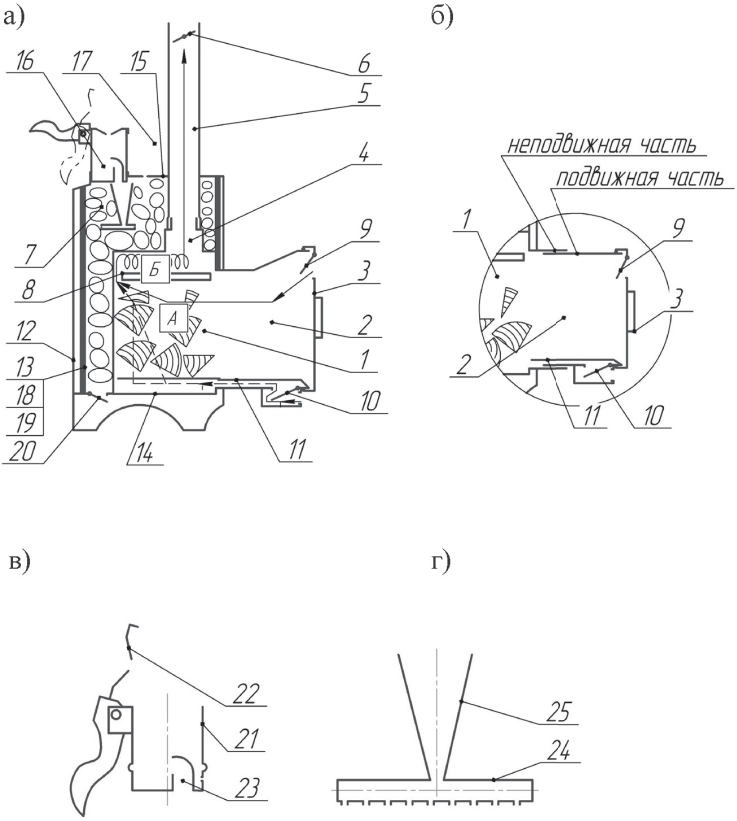

Рисунок 5.1. Принципиальные схемы
5.1. Печь для русской бани (рис. 5.1, а) включает следующие основные элементы: топка 1, тоннель 2, дверца 3, выходной патрубок 4, дымоотводящий канал 5 с шибером 6 и закрытая емкость 7 для камней. В топке 1 смонтирован отражатель 8. Основной воздухозаборник 9 с регулируемой заслонкой выполнен в верхней части дверцы 3 (над экраном). Дополнительный воздухозаборник 10 с регулируемой заслонкой установлен в нижней части тоннеля 2. Там же смонтирован воздушный канал 11. Топка 1 и каменка 7 имеют общий защитный декоративный кожух 12. Подача воздуха в зону горения и регулирование интенсивности горения осуществляются через основной 9 и дополнительный 10 воздухозаборники. Регулирование потока газов на выходе из печи осуществляется с помощью шибера 6.
Предусмотрен вариант исполнения телескопического тоннеля (рис. 5.1, б). Во время монтажа печи подвижную часть тоннеля фиксируют в стене и герметизируют.
Трубопровод 17 (рис. 5.1., г, который ценители русской бани называют еще «паровой пушкой»), служит для подачи и равномерного распределения воды на самые горячие камни, расположенные непосредственно над топкой. Он представляет собой Т-образную стальную трубу 24 с заливной горловиной 25. В нижней части трубы 24 равномерно распределены выходные отверстия.
2. *Тоннель 2 проходного сечения выполнен из жаропрочной нержавеющей стали. Предусмотрены два варианта исполнения тоннеля: цельнометаллический (см. рис. 5.1, а) и телескопический (рис. 5.1, б). Телескопический тоннель облегчает монтаж печи. Однако в такой тоннель можно установить светопрозрачный экран лишь небольшого размера (200х180 мм). В цельнометаллическом тоннеле увеличивают входное окно, соответственно, в него можно установить экран большего размера (340х310 мм). В тоннеле снизу смонтирован дополнительный воздухозаборник, который предназначен для более интенсивного дожигания дров в самой нижней части топки на завершающей стадии горения.*
Внимание! ***Не забудьте, что паровую пушку 18 (см. рис. 5.1, б) устанавливают вместе с камнями. Причем на топку сначала укладывают 1…1,5 слоя камней, затем в специальные кронштейны (3 шт.) устанавливается паровая пушка 18 и фиксируется специальными отгибающимися «язычками», после чего закладывают полностью камнями весь объем каменки.***